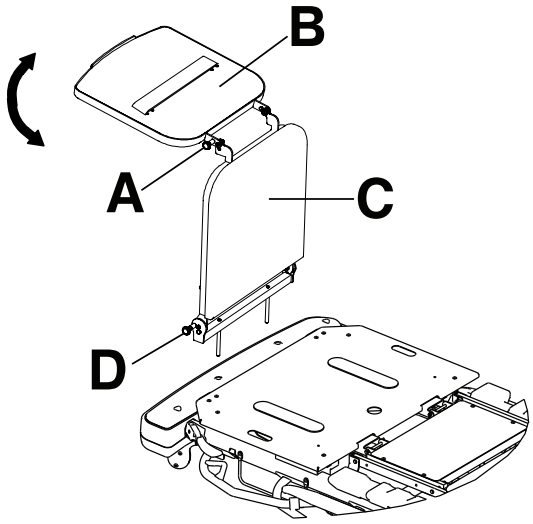

Afbeelding 7 – Defibrillatorblad-voetverlengstuk
1. Trek de bovenste knop (A) naar buiten (Afbeelding 7).
2. Klap het defibrillatorblad (B) om totdat het blad plat staat boven het voeteneinde van het product. Laat de bovenste knop (A) los. Verzeker u ervan dat het defibrillatorblad op zijn plaats vergrendeld is.
Het defibrillatorblad/voetverlengstuk omzetten in een voetverlengstuk (Afbeelding 7):